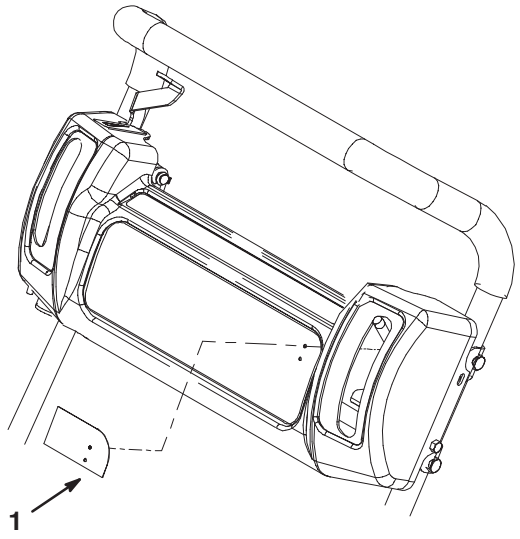

Figure 3
2. Use the template to mark the location of the (2) switch mounting holes in the console as follows:
- On Greensmaster Flex 21 mowers, position the radius corner of the template into the upper left corner on the front of the console (Fig. 3).